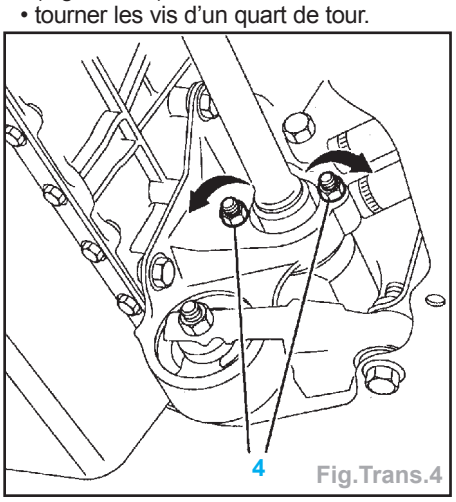
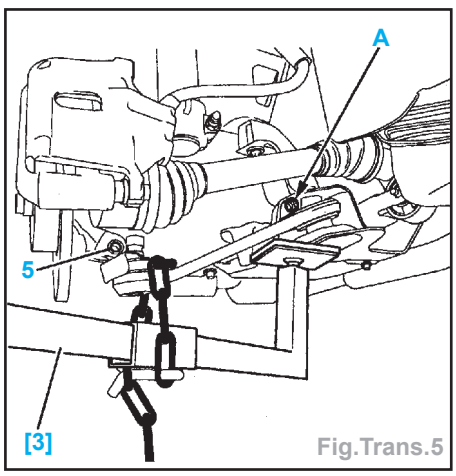

Fig.Trans.4
Fig.Trans.5
- dévisser les écrous (4) (au maximum) (Fig.Trans.4),
- Déposer la vis (5) (Fig.Trans. 5).
- Reposer (Fig.Trans.5) :
• la vis (5) (couple de serrage : 4 daN.m).
- Côté droit (Fig.Trans.4) :
• préserrer un écrou de palier (4) à :